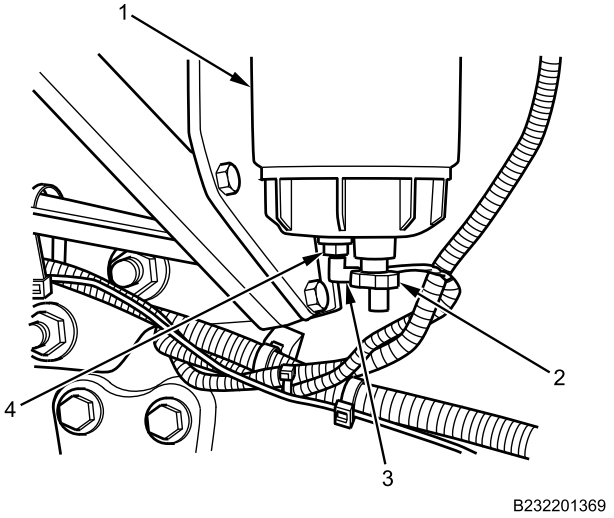

Figure 4. Fuel/Water Separator and Water Sensor Probe.
3. Close valve (Figure 4, Item 2) on fuel/water separator (Figure 4, Item 1).
4. Install water sensor probe (Figure 4, Item 4) into fuel/water separator (Figure 4, Item 1). Tighten water sensor probe securely.
5. Apply dielectric grease in electrical connector (Figure 4, Item 3) and connect on water sensor probe (Figure 4, Item 4).